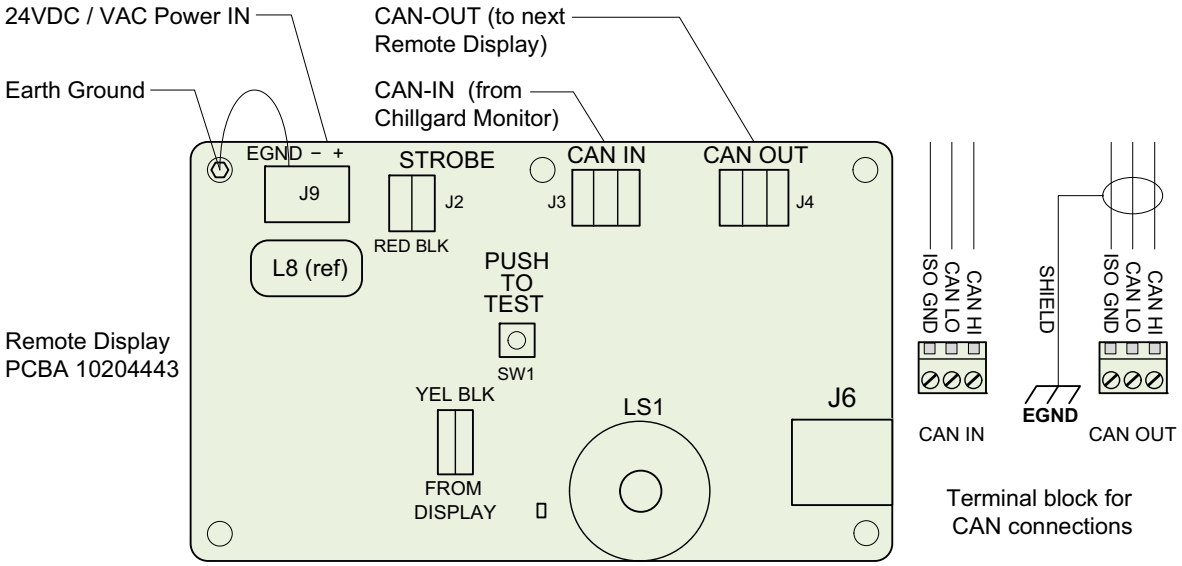

*Fig. 12 Bedradingsschema afstandsdisplay*
Het bedradingsschema van het afstandsdisplay (Fig. 12) geeft informatie over de bedradingseisen voor het toestel.
(1) Verwijder de uitdrukbare stoppen bovenin de behuizing.
(2) Installeer de stroboscoop met de schuimpakking tussen het lichaam van de stroboscoop en de behuizing.
(3) Draai de schroefdraadring aan de binnenkant van de behuizing handvast.
(4) Steek de groene tweestandenstekker in de printplaatkop (stroboscoop) zoals afgebeeld in Fig. 12.
(5) Sluit en borg de eenheid.
(1) Druk op de knop op de printplaat (zie Fig. 12). De stroboscoop moet naast een akoestisch signaal ook een visueel signaal afgeven.
(2) Ga naar Settings (Instellingen). Druk op "Activate” (Activeren). Er moet een akoestisch en een visueel signaal zijn.